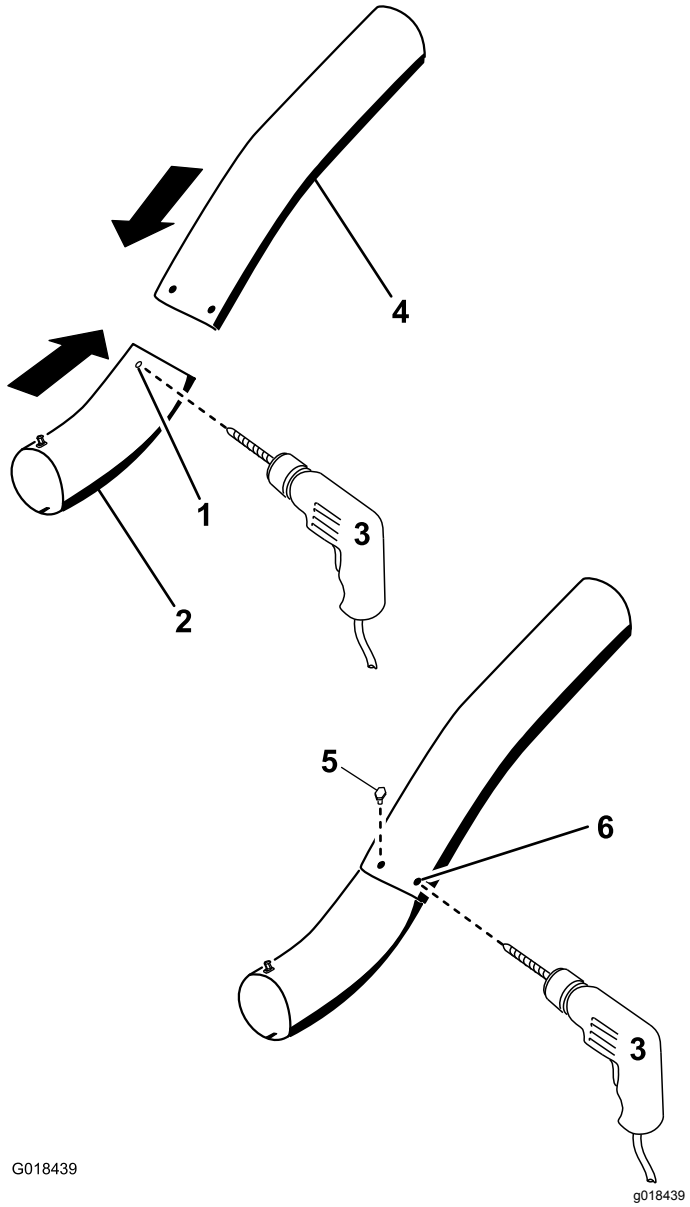

Figur 31
13. Brug de eksisterende huller i det øverste rør som skabelon til at bore 2 huller med en diameter på 6,5 mm i fordybningerne i det nederste rør (Figur 31).
16. Monter spændeskiverne (¼") på boltene (Figur 31).
17. Brug en unbrakonøgle til at montere skruerne (¼" x ¾") og spændeskiverne (¼") fra indersiden af det nederste rør og gennem de eksisterende huller i det øverste rør (Figur 31).
18. Fastgør rørene til hinanden med møtrikkerne (¼") som vist i Figur 31.